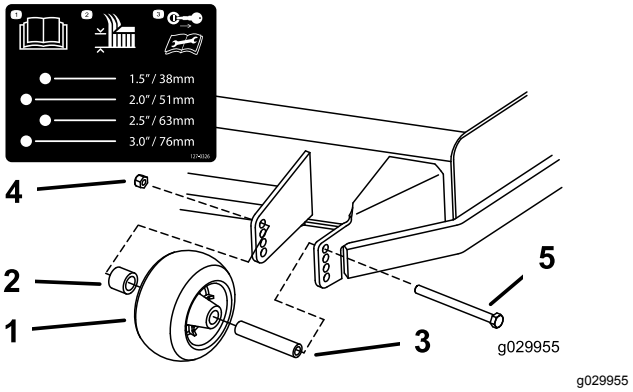
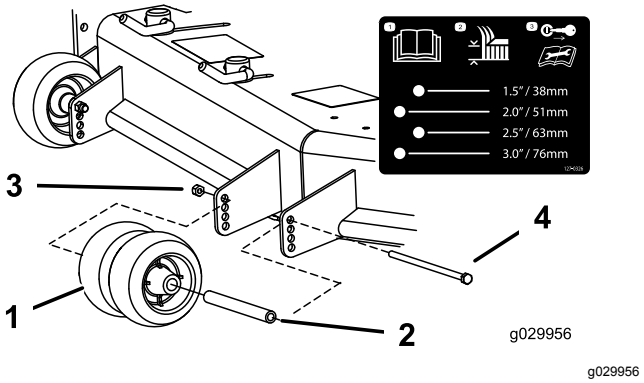
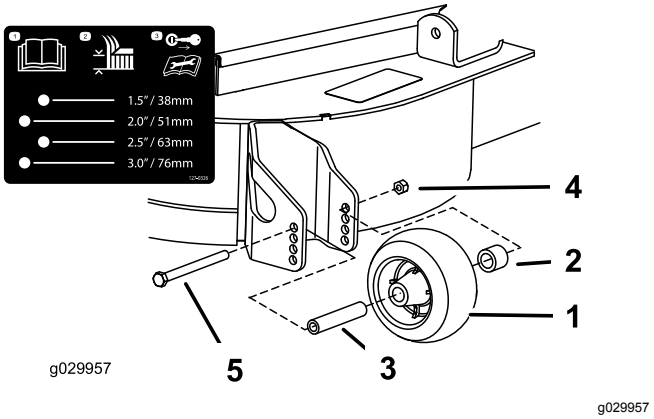

Figur 32
Figur 33
Figur 34
3. Justera antiskalvalsarna på det sätt som visas i Figur 32, Figur 33 och Figur 34.